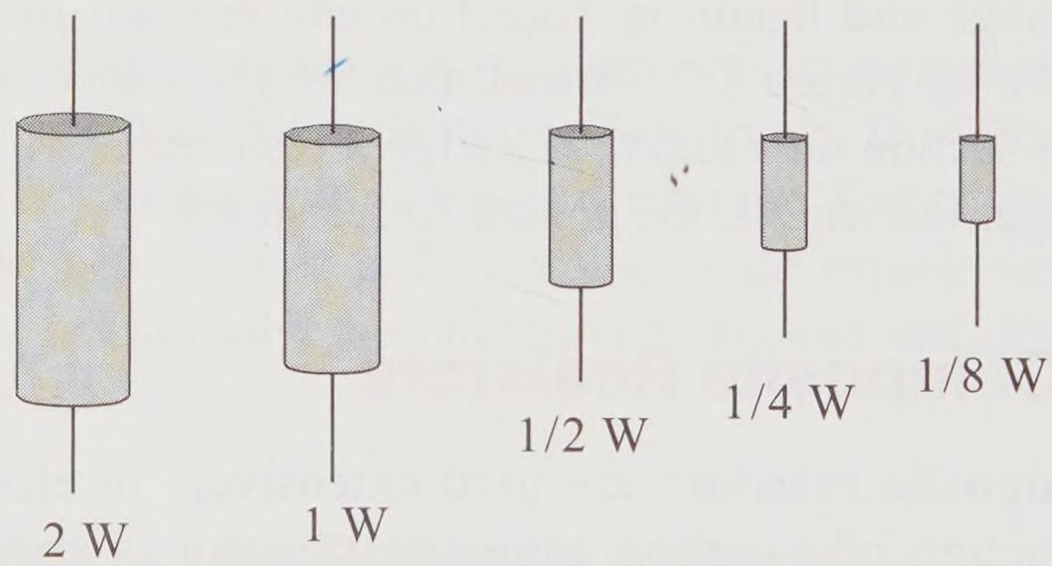

Figure 3-29 Carbon composite resistor—approximate sizes
The larger the resistor, the more heat it can dissipate. Figure 3-29 shows the standard sizes of the carbon composite resistor. The largest resistor is rated at 2 watts (W), dissipating up to 2 joules per second of heat energy. The smallest resistor is 1/8 watt, dissipating up to 1/8 joule per second of heat energy. *Warning, when operating near a resistor's rated value, the resistor does become hot to the touch.*